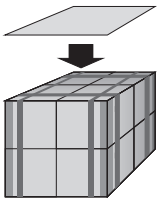

rys. 8, 9
- Transportowany towar powinien być przytwierdzony do palety taśmami, pasami **(rys. 8)** lub folią stretch **(rys. 9)** w sposób uniemożliwiający przesuwanie i przemieszczanie się towaru podczas transportu.